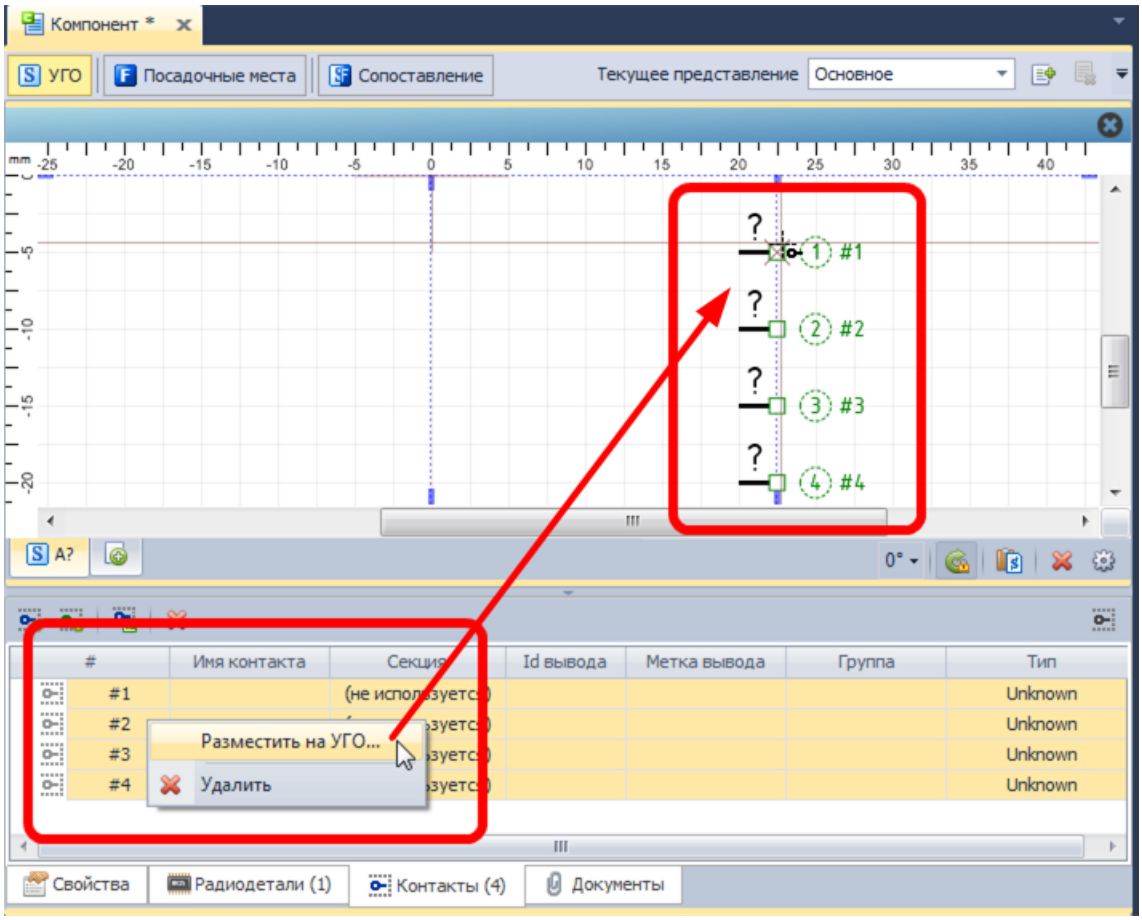

Рис. 259. Размещение выводов на основе контактов
2. Вызвать контекстное меню и выбрать пункт «Разместить на УГО», см. Рис. 259.